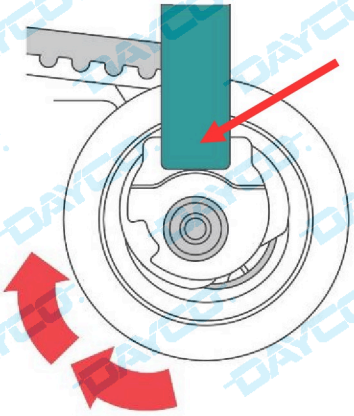

Fig. 6
- Con la herramienta T.10020, mantener la polea del tensor bloqueada y apretar la tuerca de la polea al par de 20 Nm + 45° (Fig. 6).